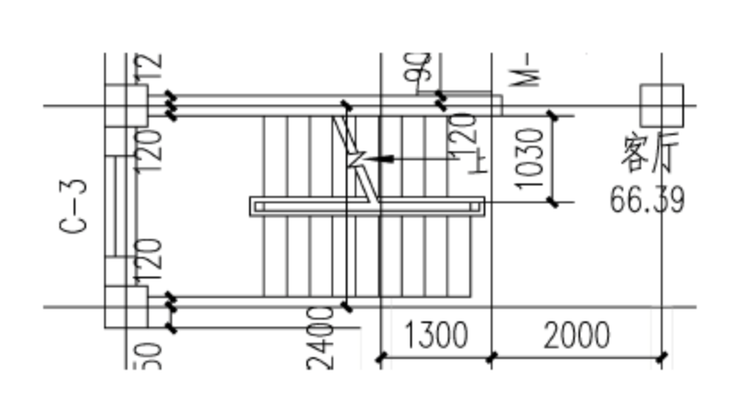
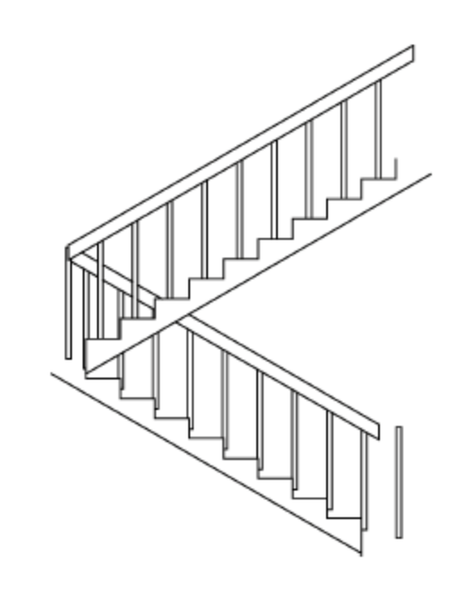

图 15-13 楼梯平面图
图 15-14 构件立面图
楼梯平面图如图 15-13 所示。构件立面如图 15-14 所示。
(2) 绘制结果如图 15-13 所示。因为构件立面是软件自动生成,其中有些部分需要后期读者自己完善,使图形更加完善。
(3) 保存图形。将图形以“构件立面.dwg”为文件名进行保存。命令行提示如下。